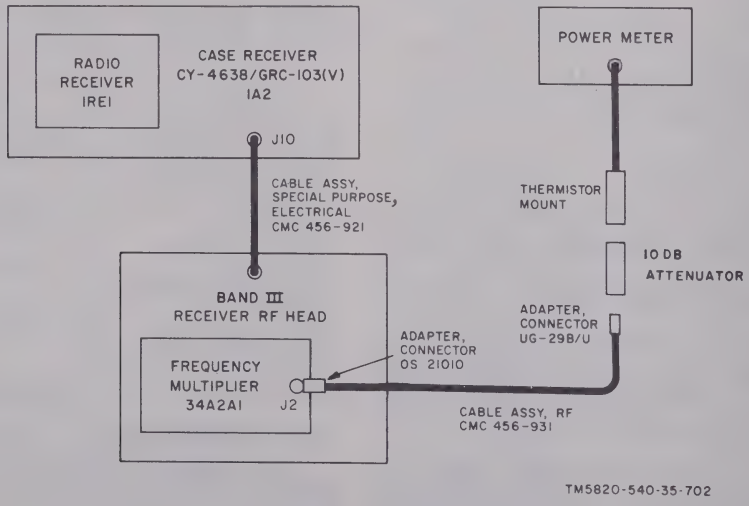

Figure 3-75. Frequency multiplier 34A2A1 operational check, test setup.
(2) Connect the test equipment as shown in figure 3-75.
(3) Set the AC POWER switch to ON and tune the receiver to channel 1219. The output power level at P2 (34A2FL1J1) should be +7 dbm ± 2 db (power meter indication of —3 dbm ± 2 db).
(4) Set the RCVR CHANNEL control to channel 1220. The power meter indication should not change.
(5) Set the AC POWER switch to OFF. If the indications in (3) and (4) above are no within the specified limits, replace the receive RF head.